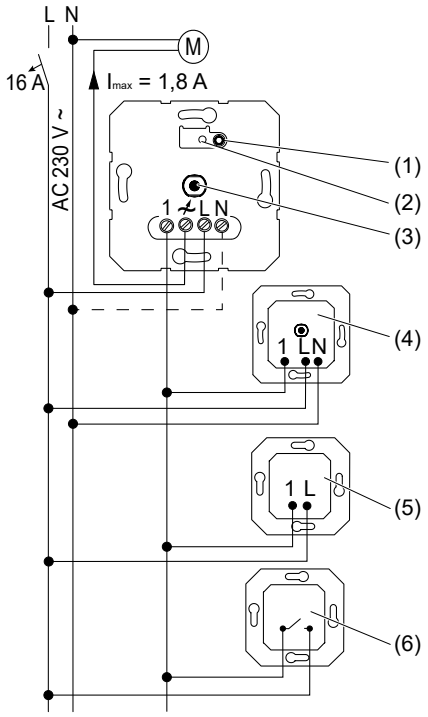
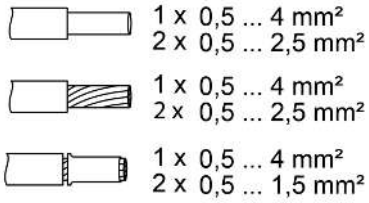

Figure 1: Connection diagram with optional extensions
Figure 2: Clampable conductor cross-section
- Connect the device according to the wiring diagram (Figure 1). Observe the clampable conductor cross-sections (Figure 2).